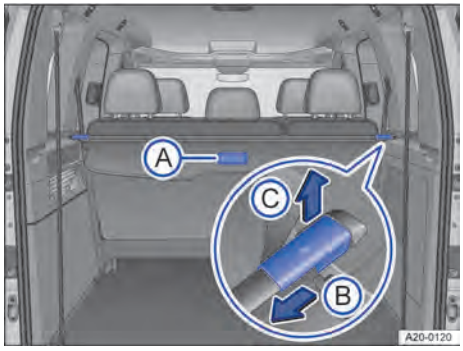

**Fig. 137** En la zona de carga: cubierta.
1. Tire de la cubierta un poco hacia atrás utilizando el tirador → fig. 137 Ⓐ.
1. Tire uniformemente de la cubierta hacia atrás por el tirador → fig. 137 Ⓐ.
1. Desbloquee la cubierta en el sentido de la flecha → fig. 137 Ⓑ y levántela en el sentido de la flecha → fig. 137 Ⓒ.
2. Tire del bloqueo de la cubierta en el sentido de la flecha → fig. 137 Ⓑ y manténgalo en esta posición.